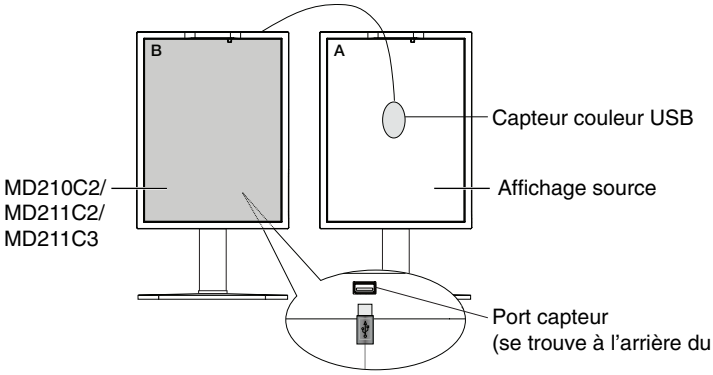

Figure C.1
1. Pour afficher le menu CALIBRAGE, branchez le capteur couleur USB au port capteur (**Figure C.1**) ou sélectionnez CALIBRAGE AUTOMATIQUE dans le menu avancé (page 22).
4. Lors de la procédure, on vous demandera de placer le capteur de couleur USB au centre du panneau d'affichage (**Figure C.4**). Inclinez le panneau d'affichage d'environ 5° vers l'arrière et placez le capteur de couleur USB au centre du panneau d'affichage (**Figure C.1**).